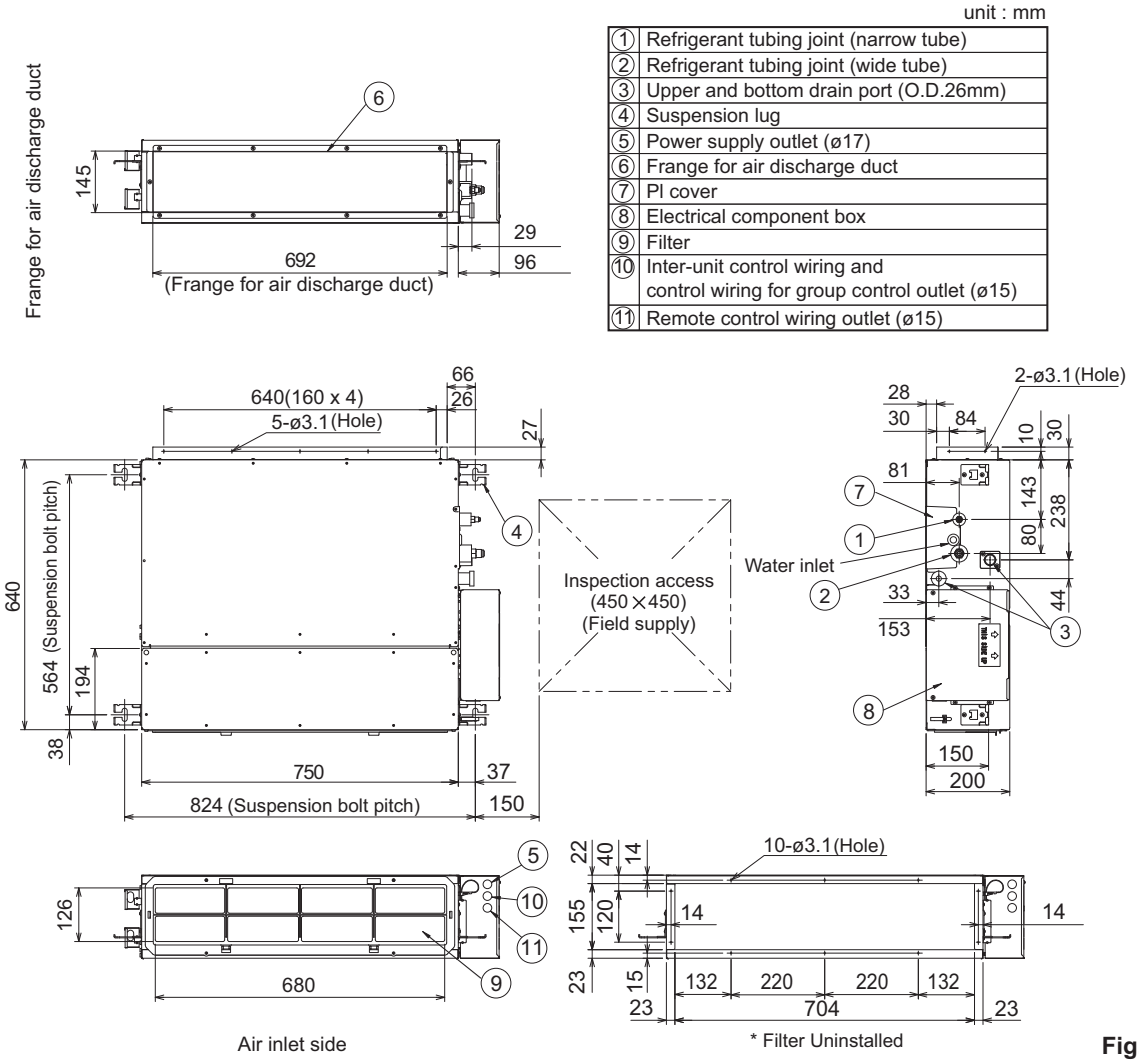

Fig. 2-134
- The diagram shows the detailed dimensions of the indoor unit. (Fig. 2-134)